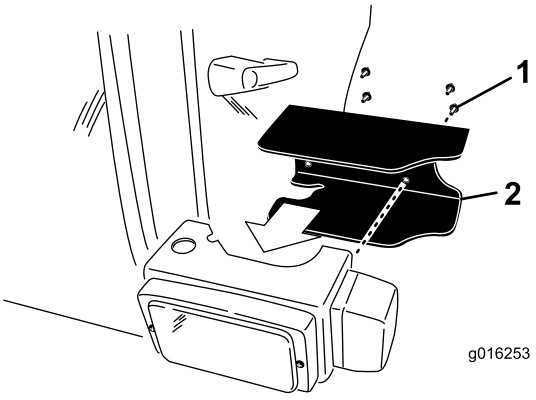

図 11
- 各ヘッドライトの後ろにヘッドライトシールドを取り付ける；1/4 x 5/8 インチねじ（2本）を使用する（図 11）。